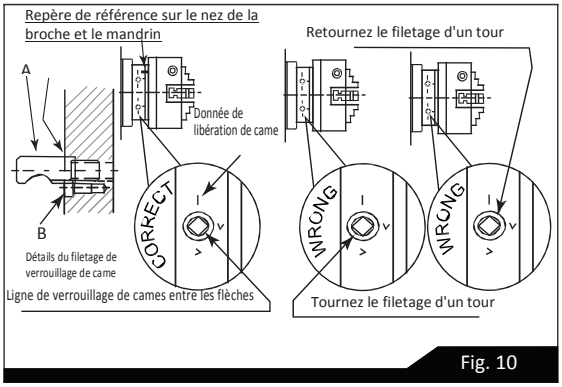

Fig. 10
Pour ce faire, retirez les vis de verrouillage à tête à six pans creux (B) et réglez chaque filetage de telle sorte que la bague gravée (C) corresponde à la face arrière du mandrin - avec la fente alignée sur l'orifice de la vis de verrouillage (voir la Fig 10).